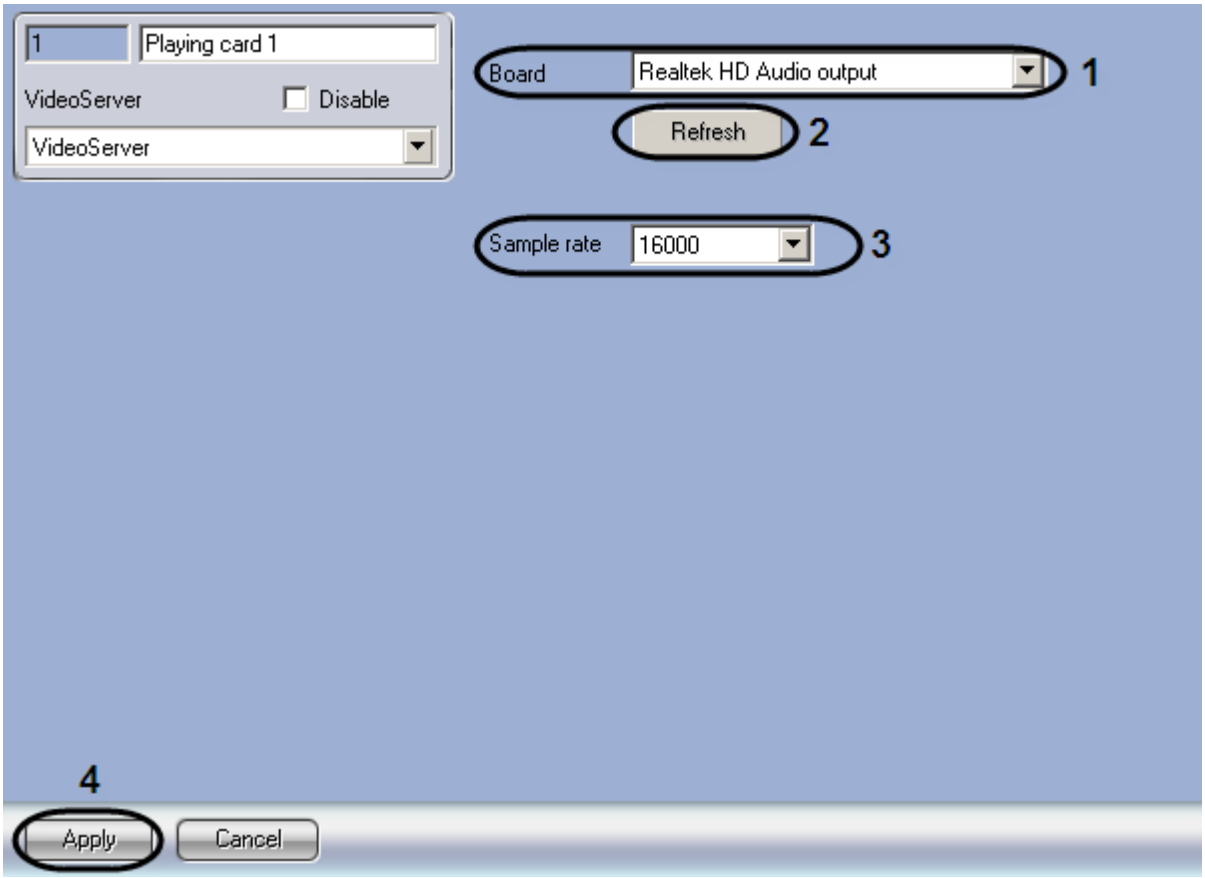

Figure 8.8-14. Configuring the "Playing card" object
1. Go to the settings panel of the "Playing card" object (Figure 8.8-14).
2. Select the type of audio digitization device in the "Board" dropdown list (Figure 8.8-14, 1).
3. Select the rate of audio digitization in the "Sample rate" dropdown list (Figure 8.8-14, 3).
4. To save the changes, click the "Apply" button (Figure 8.8-14, 4).
Note. The "Refresh" button is for returning to previous settings of audio digitization device if new settings were not saved (Figure 8.8-14, 2).